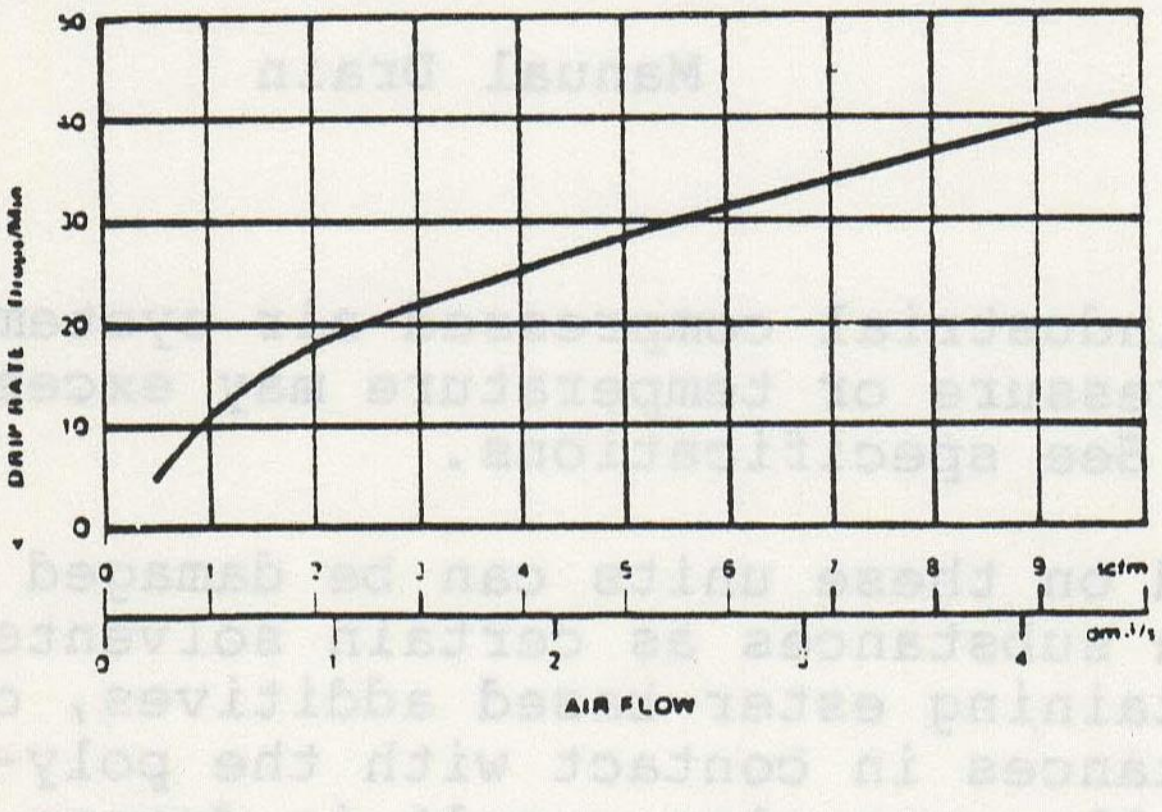

Fig. 1. Recommended Drip Rate Settings for Average Lubrication
3. Determine the average rate of air flow (scfm) thru the lubricator then turn the adjusting knob to obtain the recommended drip rate (Drops/Min). See Fig. 1. Turn adjusting knob counterclockwise to increase and clockwise to decrease the drip rate. Push lockring on adjusting knob downward to lock drip rate setting. To release, pull lockring upward.